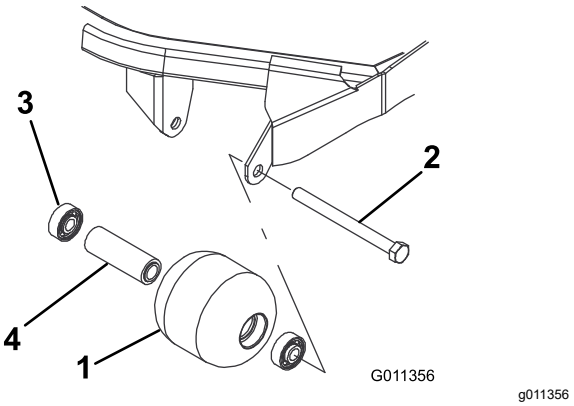

Figur 121
1. Fjern rullens festebolt (Figur 121).
4. Undersøk valsehus, lagre og avstandsstykke for lager for skader (Figur 121). Skift ut eventuelle skadede komponenter og monter dem.
1. Trykk det første lageret inn i valsehuset (Figur 121). Trykk enten på kun ytre kulesete eller både indre og ytre kulesete.
2. Sett inn mellomstykket (Figur 121).
3. Trykk det andre lageret inn i valsehuset (Figur 121). Trykk like mye på indre og ytre kulesete til indre kulesete kommer i kontakt med avstandsstykket.